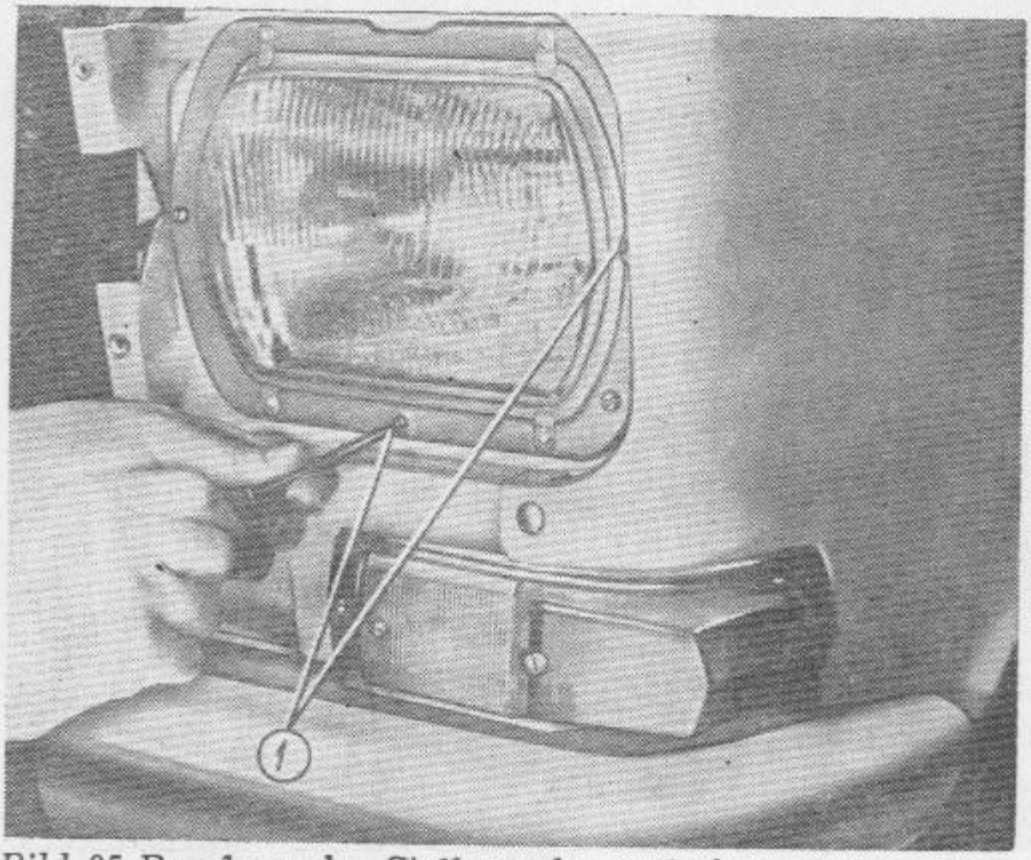

Bild. 95. Regelung der Stellung des optischen Einsatzes im Scheinwerfergehäuse:
6. Mit Hilfe der zwei Einstellschrauben *1* (Bild 95) Stellung des Lichtbündels jedes Scheinwerfers einstellen.